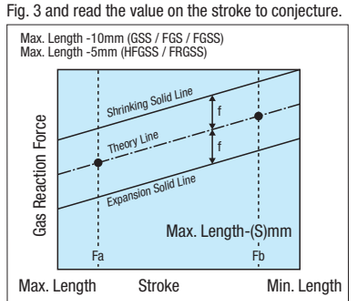

Fig.3 Gas Spring Reaction Force
On solid-coiled piano wire, hard steel wire, and other steel wires that are not low-temperature annealed, the initial stress occurs within the hatched range shown in Fig.3. However, if materials other than steel wire are used, or the wire in question is low-temperature annealed, the initial stress taken from within the hatched range in Fig.3 should be corrected as follows.
Reference In place of Fig.3, the following empirical formula can be used to establish the initial stress for springs before low-temperature annealing.
Gas reaction force at the max. length -10 (5) mm and the max. length -(s) mm are listed in this catalog. Gas reaction force generally changes proportionately. If the gas reaction force on a certain stroke is required, connect the 2 points with a straight line as shown in Fig. 3 and read the value on the stroke to conjecture.